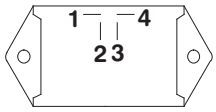

Figure 22
- **Yes** → Does voltage appear from terminal '1' of fuel solenoid module to ground? (Refer to figure 22)
Does voltage appear from terminal '1' of fuel solenoid module to ground? (Refer to figure 22)